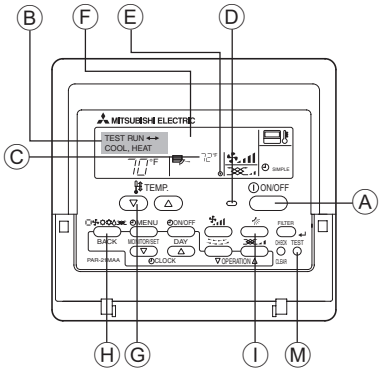

Fig. 7-1
7.2.1. Using wired remote controller (Fig. 7-1)
① Turn on the power at least 12 hours before the test run.
② Press the [TEST] button twice. ➡ "TEST RUN" liquid crystal display
③ Press the [Mode selection] button. ➡ Make sure that wind is blown out.
④ Press the [Mode selection] button and switch to the cooling (or heating) mode. ➡ Make sure that cold (or warm) wind is blown out.
⑤ Press the [Fan speed] button. ➡ Make sure that the wind speed is switched.
⑥ Check operation of the outdoor unit fan.
⑦ Release test run by pressing the [ON/OFF] button. ➡ Stop
⑧ Register a telephone number.